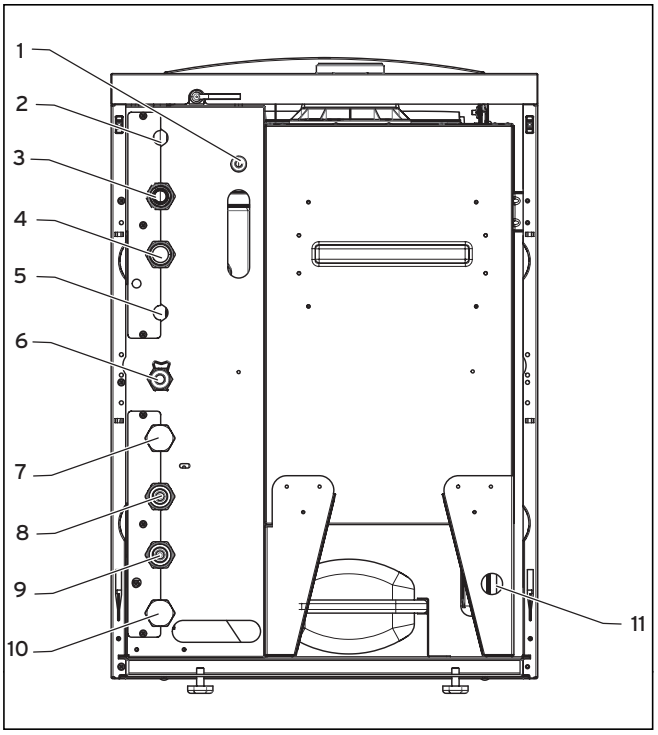

Rys. 5.1 Położenie przyłączy
- Podłączyć zasilanie obiegu grzewczego, patrz rysunek 5.1.
- Podłączyć powrót obiegu grzewczego, patrz rysunek 5.1.